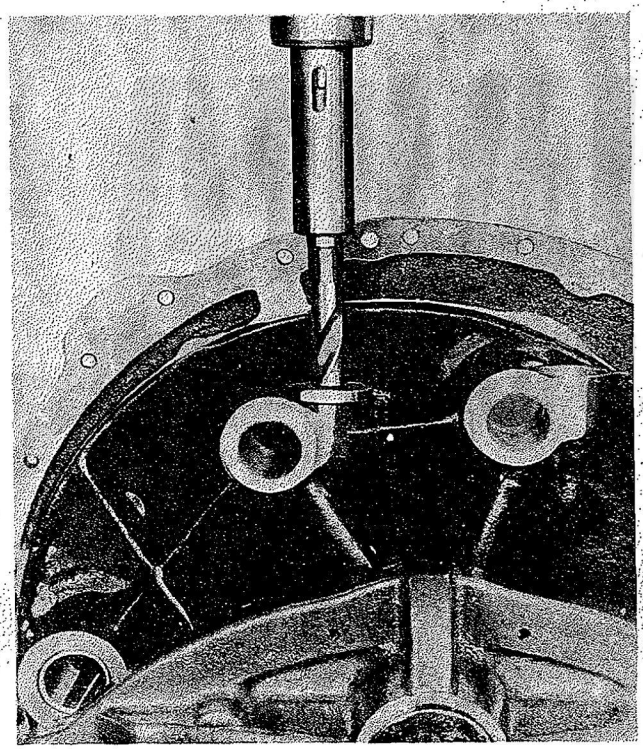
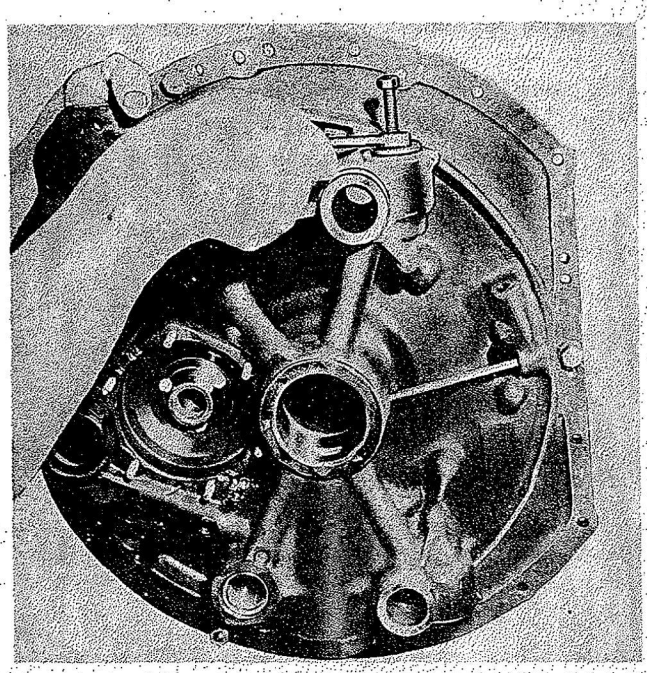
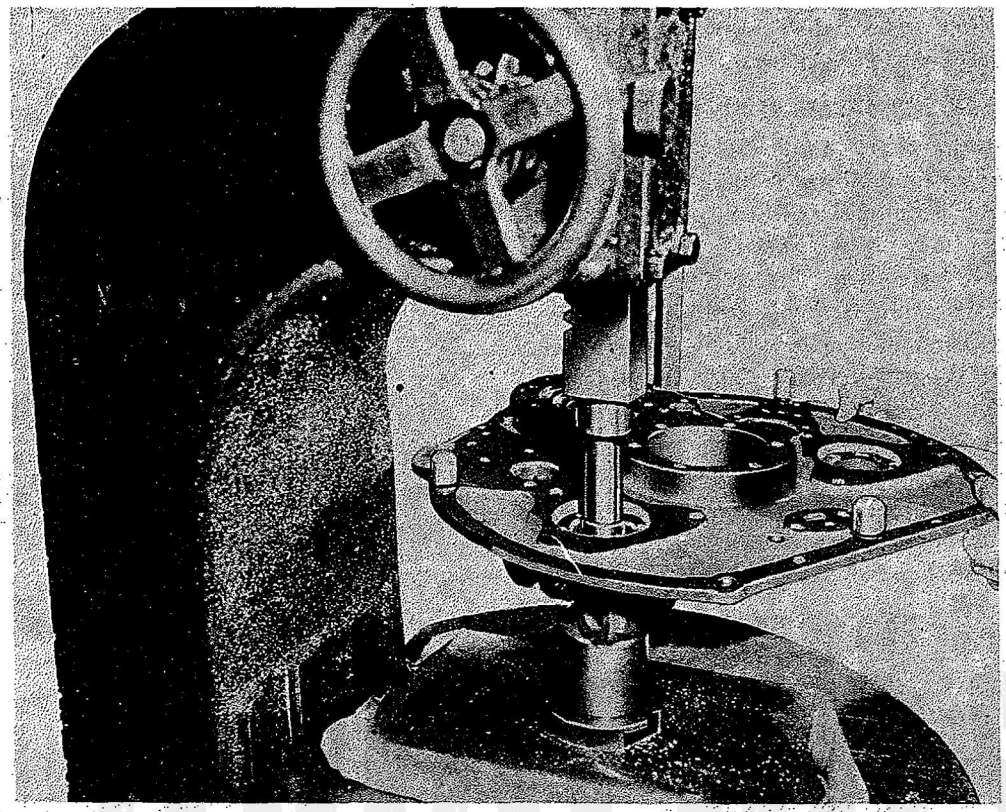

Figure 160—Drilling Fuel Pump Drive Shaft Thrust Bushing
Figure 161—Removing Drive Shaft Thrust Bushing
Figure 162—Pressing Out Magneto Drive Gear Shaft Bushing
a. If replacement of either of the magneto drive gear shaft bushings is found to be necessary, it is first necessary to remove the gun synchronizer drive shaft thrust bushing. This thrust bushing will interfere with the magneto drive gear shaft bushing upon removal unless it is removed first. Drill through the thrust bushing, using a standard 11/16 in. diameter drill and drill bushing (Tool No. 83907-17). Refer to Figure 160. Tap the drilled hole, using a standard 3/4-16 tap. Remove the thrust bushing, using puller (Tools No. 83907-15, -16, and -17). Refer to Figure 161. Press out the magneto drive gear shaft bushing, using plug (Tool No. 83907-20) and collar (Tool No. 83907-24) in an arbor press. Refer to Figure 162.